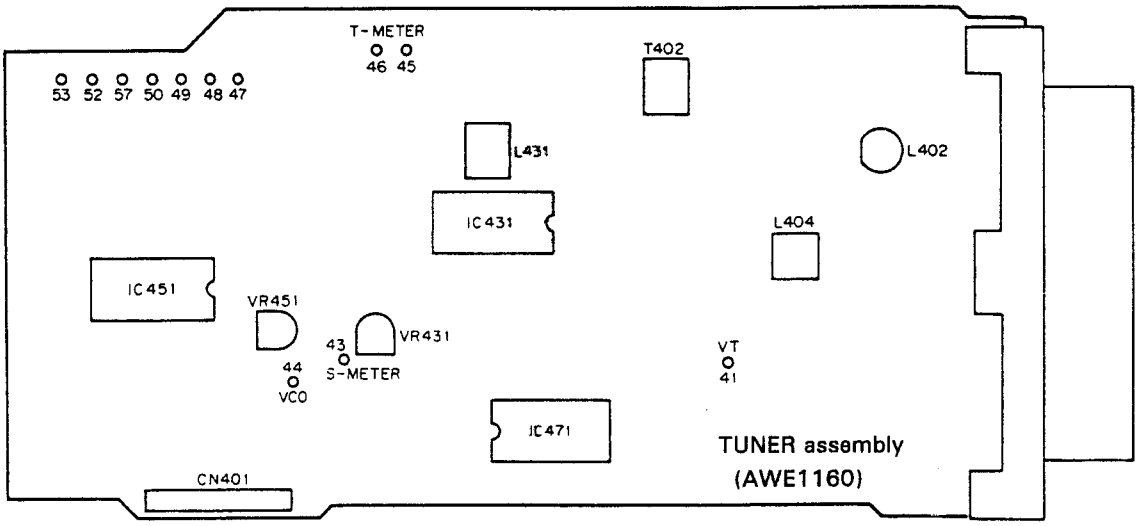

Fig. 5−2 Adjustment points
5.2 DSP ASSEMBLY SECTION (Refer to Fig. 5−4)